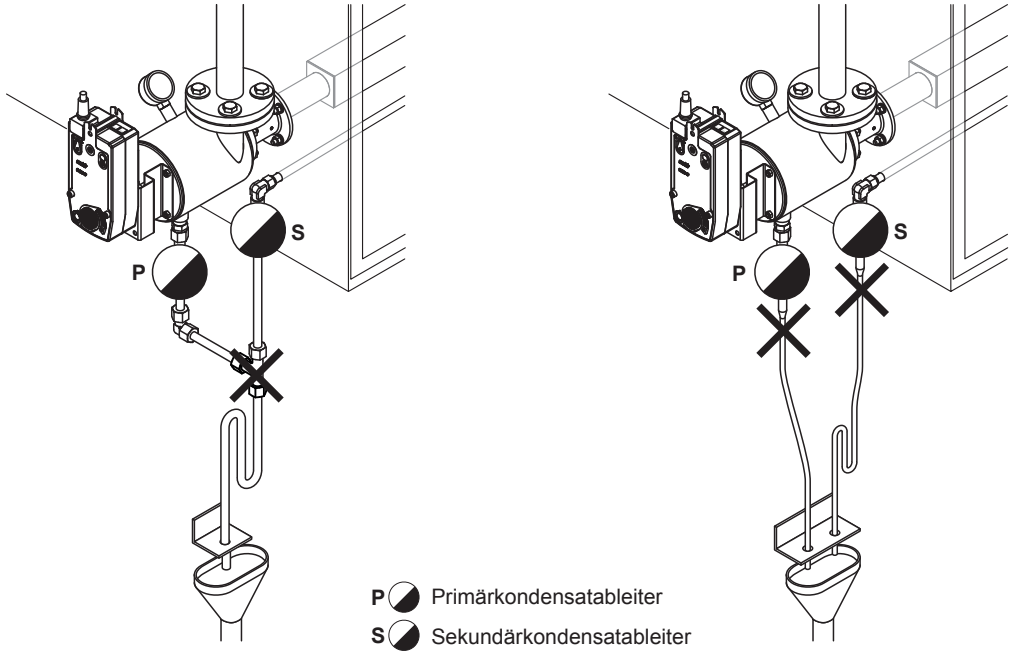

Abb. 48: Nicht korrekt ausgeführte Kondensatableitung
- Das Primärkondensat (Quelle Ventileinheit) muss getrennt vom Sekundärkondensat (Quelle Dampfverteiler) abgeführt werden. Das heisst, die beiden Kondensatablaufleitungen dürfen bis zum offenen Ablauftrichter/Bodenablauf nicht zusammengeführt werden (siehe *Abb. 48*). Andernfalls ist es möglich, dass das unter höherem Druck stehende Primärkondensat über die Sekundärkondensatleitung in den Dampfverteiler gedrückt wird und im schlimmsten Fall diesen flutet. Ebenfalls erhöht sich die Gefahr von Dampfschlägen, da das heissere Primärkondensat auf das Sekundärkondensat trifft.